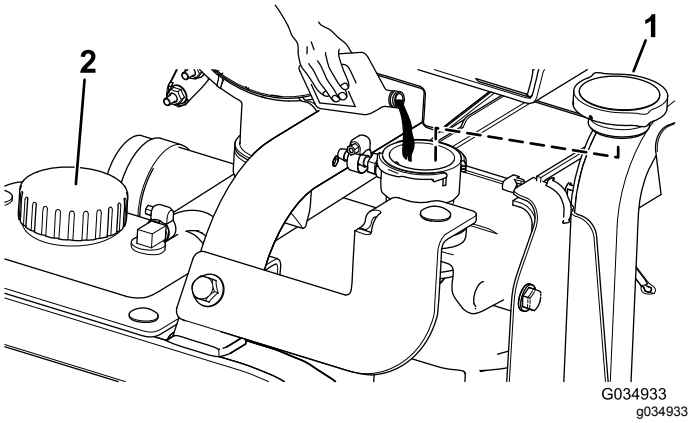

Bild 119
5. Füllen Sie den Kühler mit Kühlmittel, bis der Kühlmittelstand an der Lippe des Füllstutzens liegt (Bild 119).